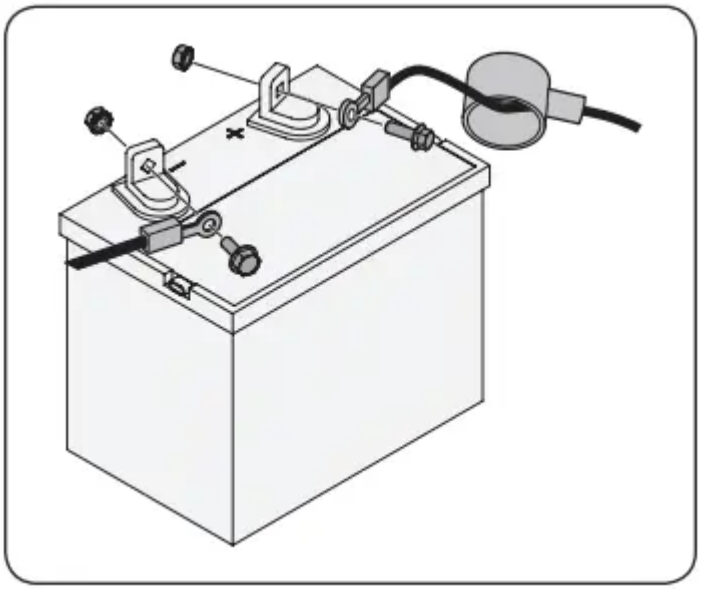

Figure 8
1. Remove the plastic cover, if present, from the positive battery terminal and attach the red cable to the positive battery terminal (+) with the bolt and hex nut. See Figure 8.
2. Remove the plastic cover, if present, from the negative battery terminal and attach the black cable to the negative battery terminal (–) with the bolt and hex nut. See Figure 8.